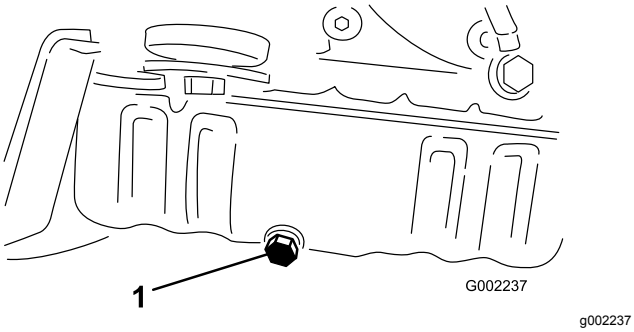

Figura 42
5. Retire el tapón de vaciado (Figura 42).